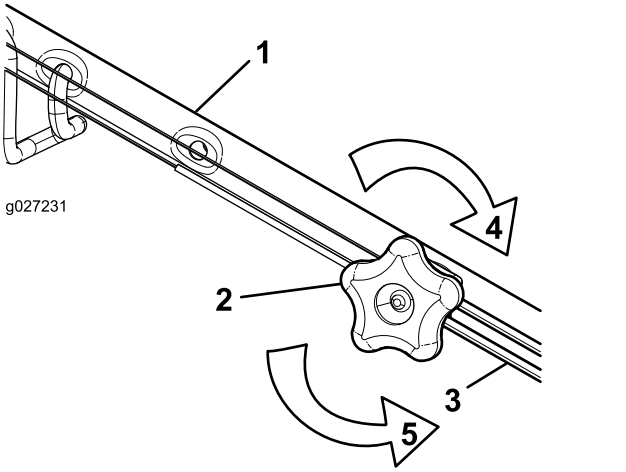

Figura 33
1. Girate la manopola di regolazione in senso antiorario per allentare la regolazione del cavo (Figura 33).
2. Regolate la tensione del cavo (Figura 33) tirandolo indietro o spingendolo in avanti e mantenendo quella posizione.